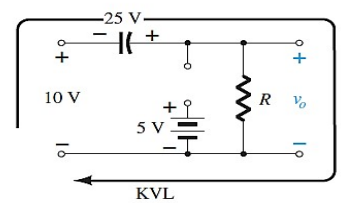

Fig. 1.3: Determining v_o with the diode in the "off" state.
*Step 3*: For the period $t_2 \rightarrow t_3$ *the network will appear as shown in Fig. 1.3 .*
Step 4: The time constant of the network of Fig. 1.3 is determined by the product *RC and has the magnitude*